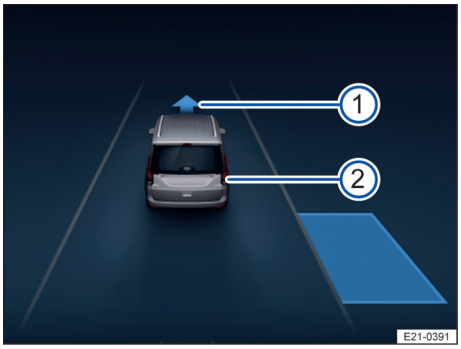
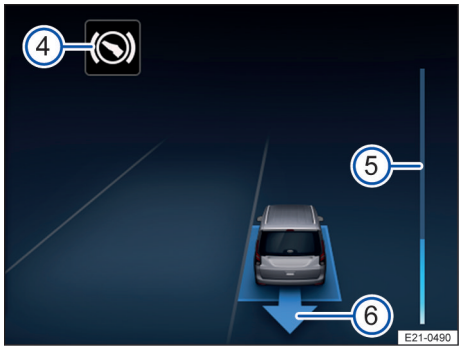

Fig. 132 Afficheur du combiné des instruments : recherche d'une place de stationnement
Fig. 134 Afficheur du combiné des instruments : manœuvres d'entrée dans la place de stationnement
6. Lors de l'affichage d'un changement de direction sur le combiné des instruments, freinez et passez le rapport approprié → fig. 132 ① ou → fig. 134 ⑥.